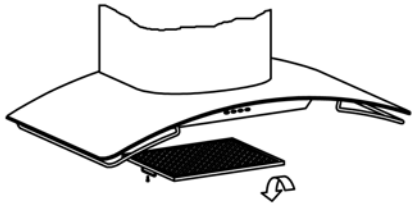
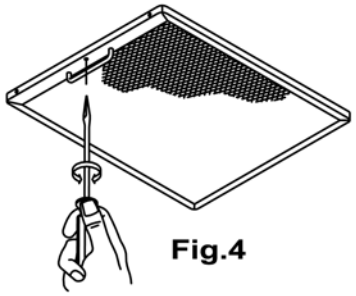

Fig.3
Fig.4
- **Limpieza del filtro de grasa**: En virtud del uso y como mínimo cada mes, los filtros de grasa deberán ser desmontados (Fig. 3) y (Fig. 4) y lavados en lavavajillas o en agua caliente y detergente. En el caso de utilizar lavavajillas, es recomendable colocarlos en posición vertical para evitar que los restos de comida se depositen sobre el mismo. Después de haberlos enjuagado y secado colocar-los nuevamente en su lugar, actuando de forma inversa al desmontarlos.